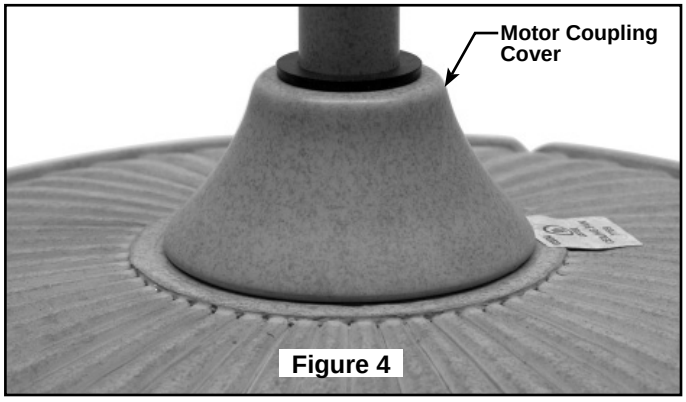

Figure 4
6. Slide the Motor Coupling Cover down until it touches the top of the motor housing. (Figure 4)